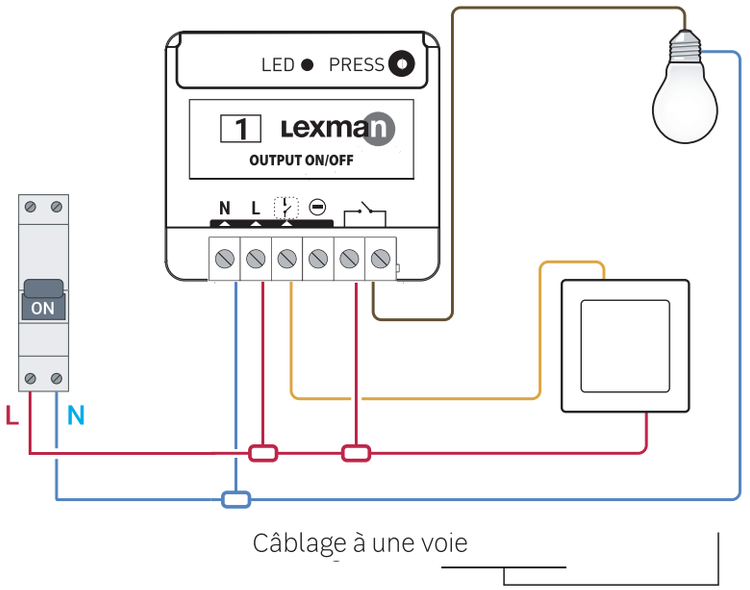

figura 1
3. **Conecte o receptor ON/OFF de acordo com o esquema (figura 1).**